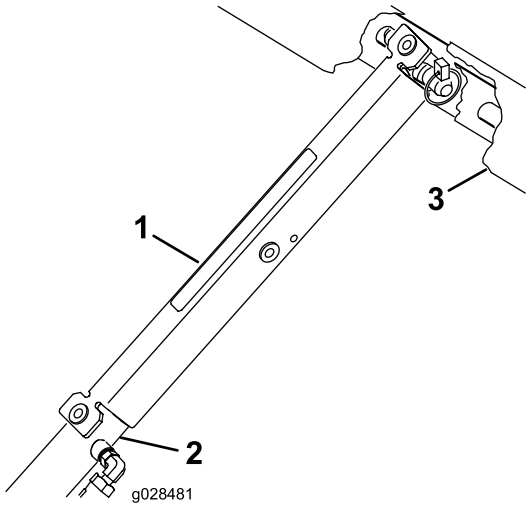

Bild 7
3. Schieben Sie die Ladepritschenstütze auf die Zylinderstange. Achten Sie darauf, dass die Endnasen der Stütze auf dem Ende der Zylindertrommel und auf dem Ende der Zylinderstange aufliegen (Bild 7).